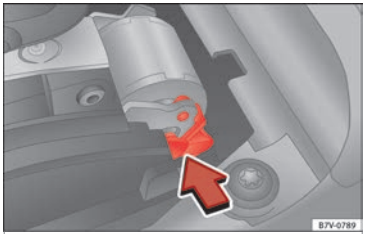

Fig. 51 Manual release of gear selector lever
- Press the release lever ››› **Fig. 51** in the direction of the arrow and hold it in this position.